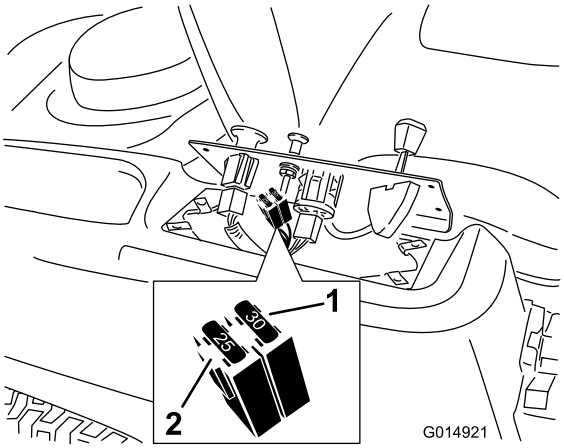

Figur 49
2. Løft opp kontrollpanelet for å få tilgang til hovedledningsnettet og sikringsblokken (Figur 49).
3. Når du skal bytte sikring, må du dra i sikringen for å få den ut (Figur 49).